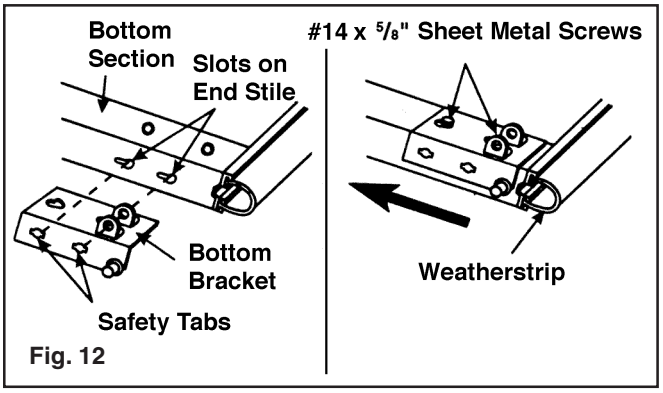

Fig. 12
**Step 3:** Insert safety tabs on bottom bracket into slots on end stile of door. Slide bottom bracket up to fully engage tabs (FIG. 12). Attach all hardware with #14 x 5/8" sheet metal screws. Attach the bottom brackets with two screws to the bottom corners of the section. Screws go into the end stiles. Hook the looped ends of the steel lift cable over the buttons on the bottom brackets. (If your door came with standard extension or EZ-Set Extension Springs™, the lift cables are the longer and smaller diameter of the two sets of cable. If your door came with EZ-Set Extension Springs™, do NOT attach lift cables at this time! Do NOT use the shorter safety containment cables as lift cables, as this can cause improper door function). (FIG. 13)